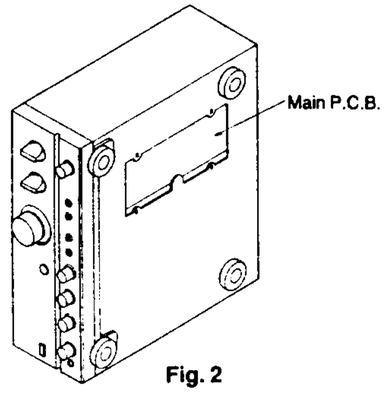

Fig. 2
1. Remove the 4 screws (❶~❹).
2. When checking the soldered surface of the digital P.C.B. and replacing the parts, do as shown in the Fig. 2.